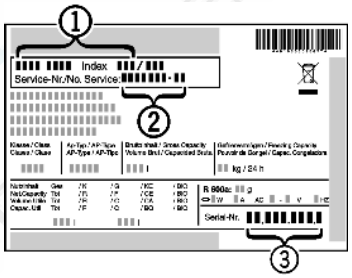

Fig. 9
- ▶ Наименование устройства *Fig. 9 (1)*, сервисный № *Fig. 9 (2)* и серийный № *Fig. 9 (3)* считайте с заводской таблички. Заводская табличка находится внутри устройства слева.
- ▶ Обратитесь в сервисную службу и сообщите вид неисправности, наименование устройства *Fig. 9 (1)*, сервисный № *Fig. 9 (2)* и серийный № *Fig. 9 (3)*.